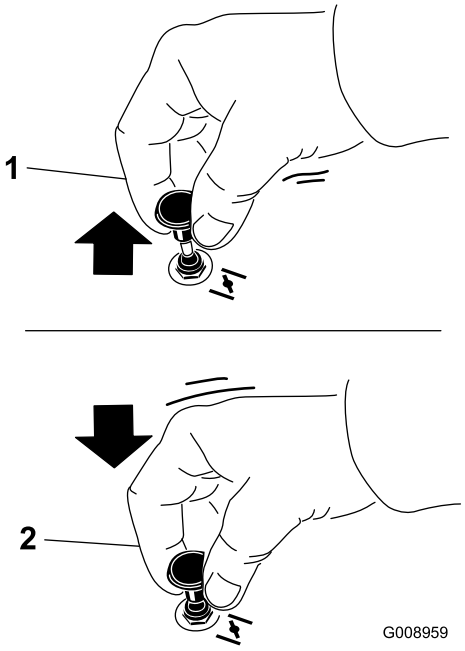

Figuur 16
2. Trek de knop van de choke omhoog om deze in te schakelen voordat u de contactschakelaar inschakelt (Figuur 16).
3. Druk de choke omlaag om deze weer uit te schakelen nadat de motor is gestart (Figuur 16).